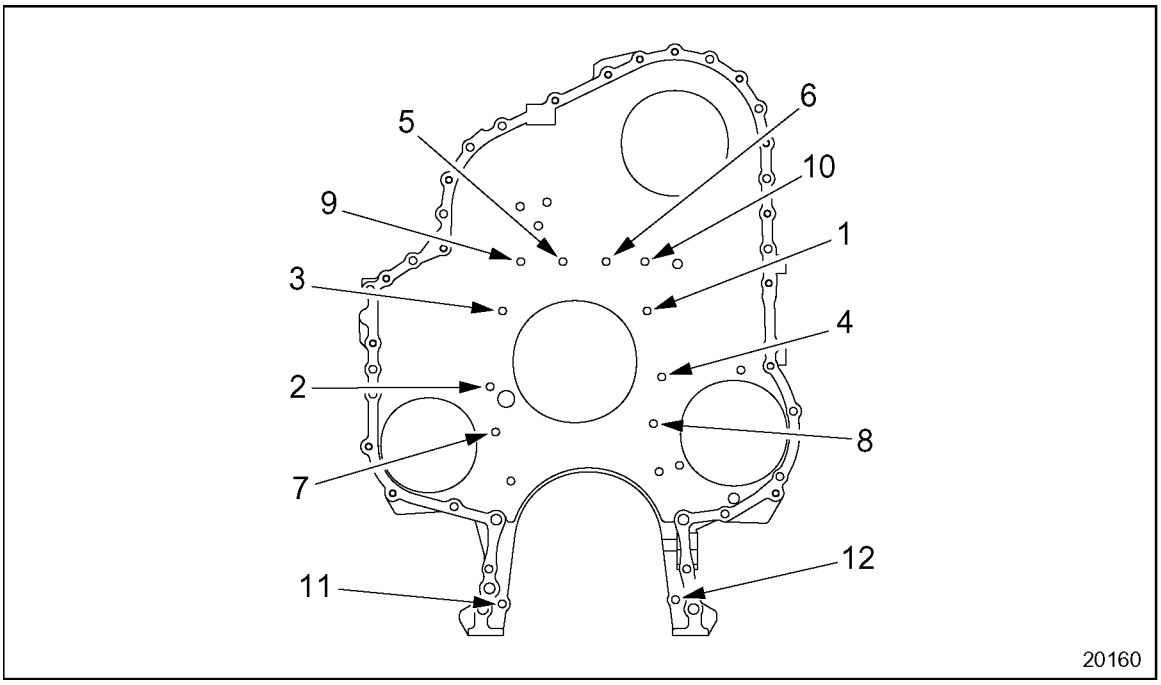

Figure 1-208 Gear Case Mounting Bolt Locations
18. Remove the 12 bolts that secure the gear case to the engine block. See Figure 1-208